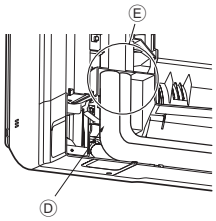

Fig. 3-10
6. Coprire il tratto raccordato a cartella con il copritubo del tubo di collegamento a L ④ in modo che non rimanga esposto. (Fig. 3-10)
8. Coprire il tratto raccordato a cartella con il copritubo del tubo di collegamento a L ④ in modo che non rimanga esposto. (Fig. 3-10)